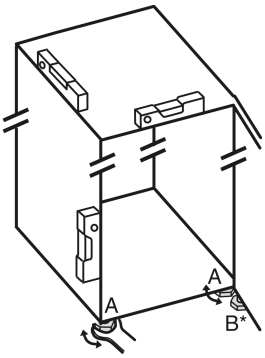

Fig. 5
▶ Unscrew the adjustable feet *Fig. 5 (A)* using the enclosed open-end spanner and a spirit level until the appliance is firmly aligned and level.
▶ Unscrew the adjustable foot *Fig. 5 (B)* on the swap bearing block with the enclosed open-end spanner until it rests on the floor.
▶ Turn the adjustable foot *Fig. 5 (B)* 90° further.